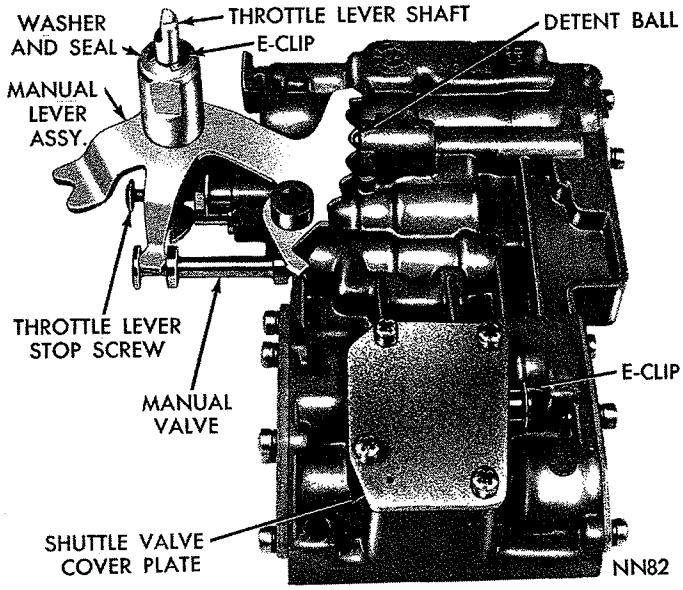

***Fig. 64—Valve Body Controls (Assembled View)***
(8) Invert valve body and lay it on a clean cloth or paper. Remove E-clip and washer from throttle lever shaft (Fig. 64). Remove any burrs from shaft, then while holding manual lever detent ball and spring in their bore with Tool C-3765 or similar tool, slide manual lever off the throttle shaft. Remove the detent ball and spring.
(9) Remove manual valve, carefully slide it out of valve body with a rotating motion.
(10) Remove throttle lever and shaft from the valve body.
(11) Remove shuttle valve cover plate (Fig. 64). Remove E-clip from exposed end of the shuttle valve.
(12) Remove throttle lever stop screw assembly